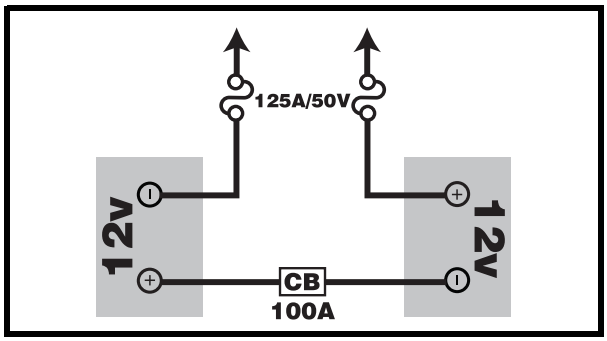

Figure 14A. Battery Wiring Diagram
7. Place a new battery in each battery well. Face the battery terminals of each battery away from the seat post. **See figure 14A**.